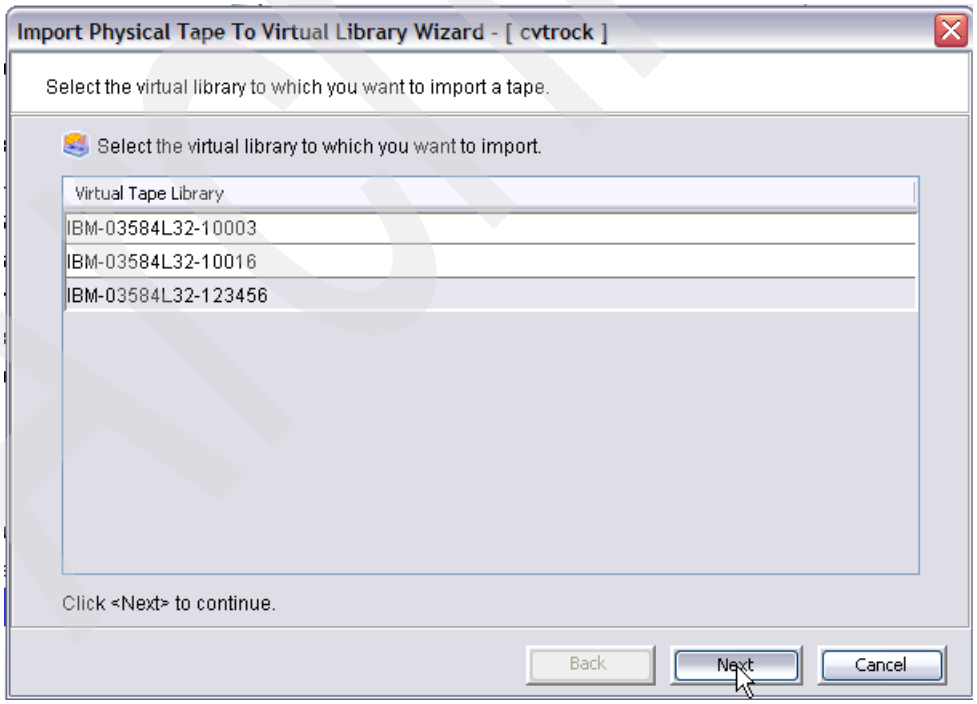

Figure 4-44 Selecting the virtual library to which you want to import a tape
2. Select the virtual library to which you want to import the physical data, as shown in Figure 4-44. Then click **Next**.